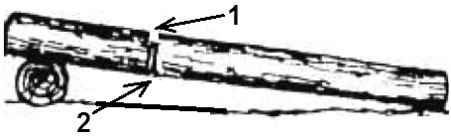

Рис. 11. Пропилы при раскряжевке дерева на одной опоре
2. Бревно лежит на одной опоре (Рис. 11). Разгрузочный пропил (1) на 1/3 бревна делается сверху. Основной пропил (2) делается снизу навстречу разгрузочному пропилу.